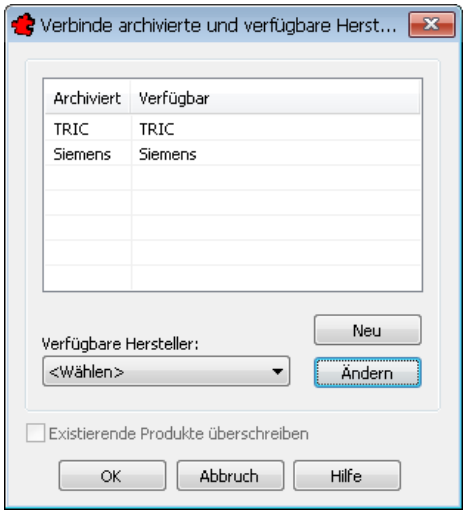

Bild 16.47 – Projekt wiederherstellen, Zuordnen der Hersteller
- Falls sich im archivierten Projekt Produkte verschiedener Hersteller befinden, so werden diese im Dialogfeld *Verbinde archivierte und verfügbare Hersteller* aufgeführt (Abb. 16.47).